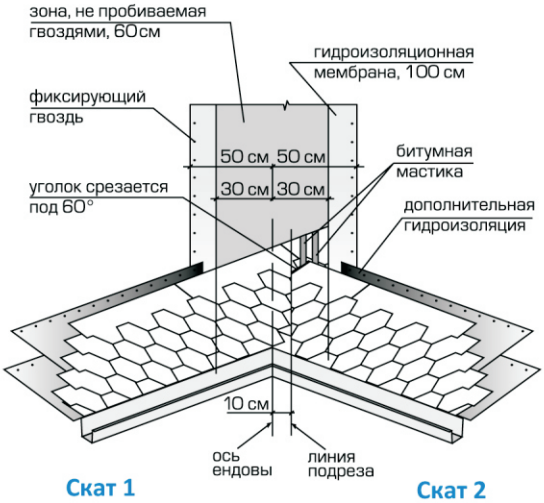

Рис. 3
- лист, подходящий к ендове со ската II, должен доходить до линии подрезки и обрезаться по ней. Верхний уголок обрезанного края листа подрезается под углом 60° (5 х 3 см — рис. 3);